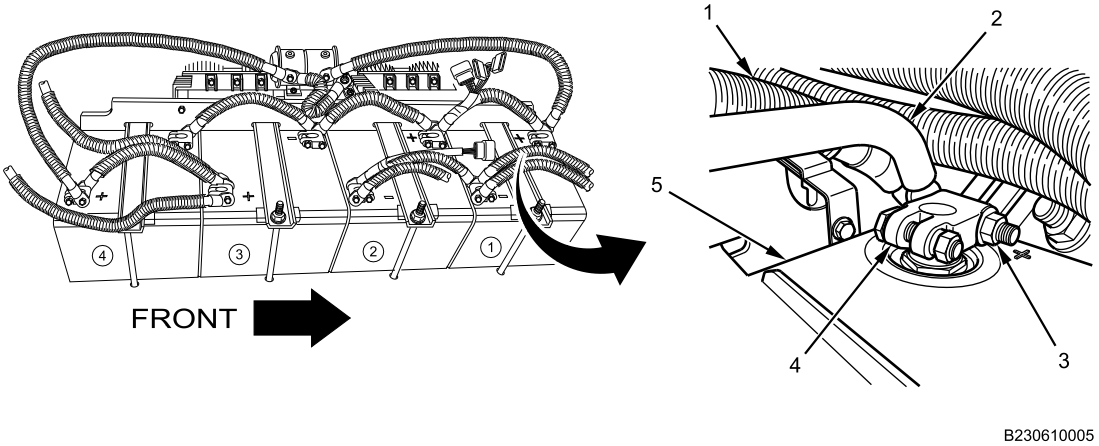

Figure 6. Battery 1 Positive Connections.
18. Remove nut (Figure 6, Item 3) from terminal bolt on positive stud adapter clamp (Figure 6, Item 4) of battery 1 (Figure 6, Item 5).
19. Remove terminal bolt, 12V battery disconnect solenoid switch terminal (Figure 6, Item 1), and clean-power cable terminal (Figure 6, Item 2) from battery 1 positive stud adapter clamp (Figure 6, Item 4).
20. Wrap loose ends of 12V battery disconnect solenoid switch terminal (Figure 6, Item 1) and clean-power cable terminal (Figure 6, Item 2) with electrical tape to prevent energizing circuits.